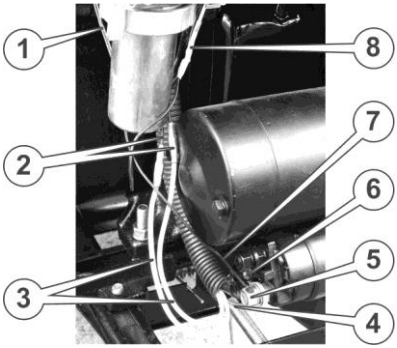

Рисунок 25. – Електроживлення фари
33. Приєднати проводи як зображено на рис. 25., силовий дріт від клеми "+" акумулятора приєднується до силової клеми (5) на затягувальній котушці електростартера, до цієї ж клеми приєднати одну будь-яку з жил (7) здвоєного проводу електроживлення фари (1). другу жилу здвоєного проводу електроживлення фари приєднати до дроту (8) фари зелений провід (4) з пластикового рукава під’єднати до керувальної клеми (6) на затягувальній котушці електростартера, два жовтих дроти (3) з пластикового рукава під’єднати до роз'ємів (2) електрогенератора.